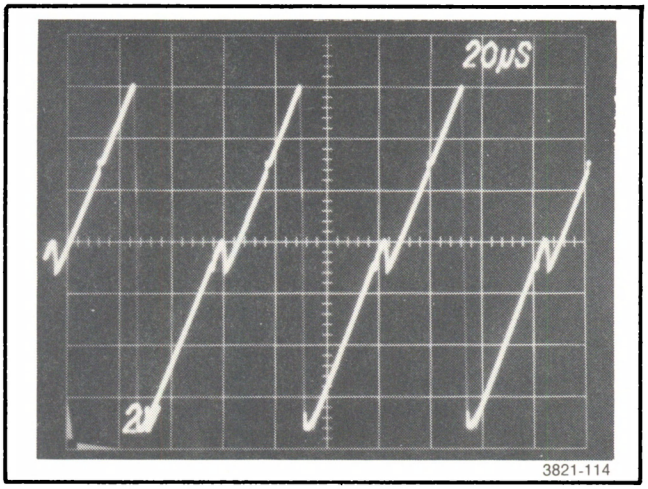

Fig. 9-12. Waveform at TP134 is variable from 8-20 V p-p.
d. Note the setting of R144 with a marking pen so it may be returned to its original position. Monitor TP134 for an 8.0 V to 20.0 V peak-to-peak ramp while adjusting R144 and the Horizontal Size control (R925 in drawer) through their range of operation (see Fig. 9-12). Return